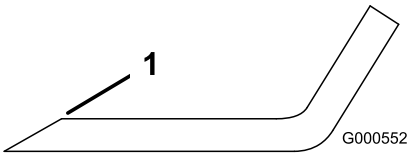

Figur 55
1. Slipa eggarna i båda ändarna av kniven med en fil (Figur 55).
Obs: Om kniven inte är balanserad kan du fila bort lite metall från knivens segeldel (Figur 55).